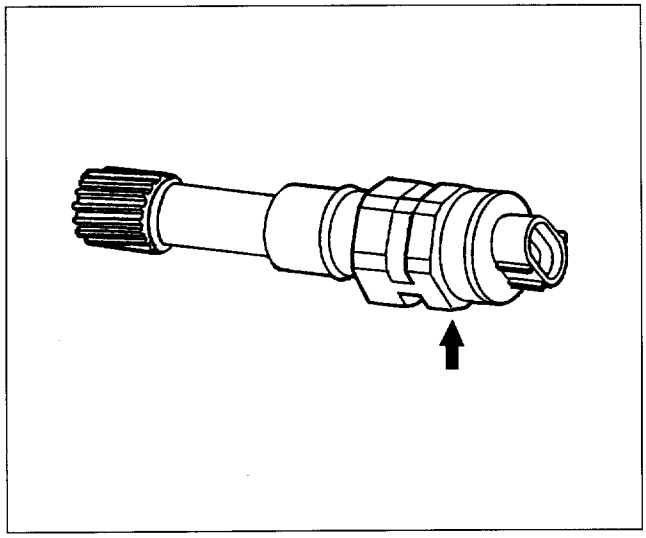

Figure 31. Vehicle Speed Sensor 2
- This sensor detects the speed of revolution of the parking gear fitted to the output shaft, and generates a pulse (AC=Alternating Current) signal accordingly (figure 31).